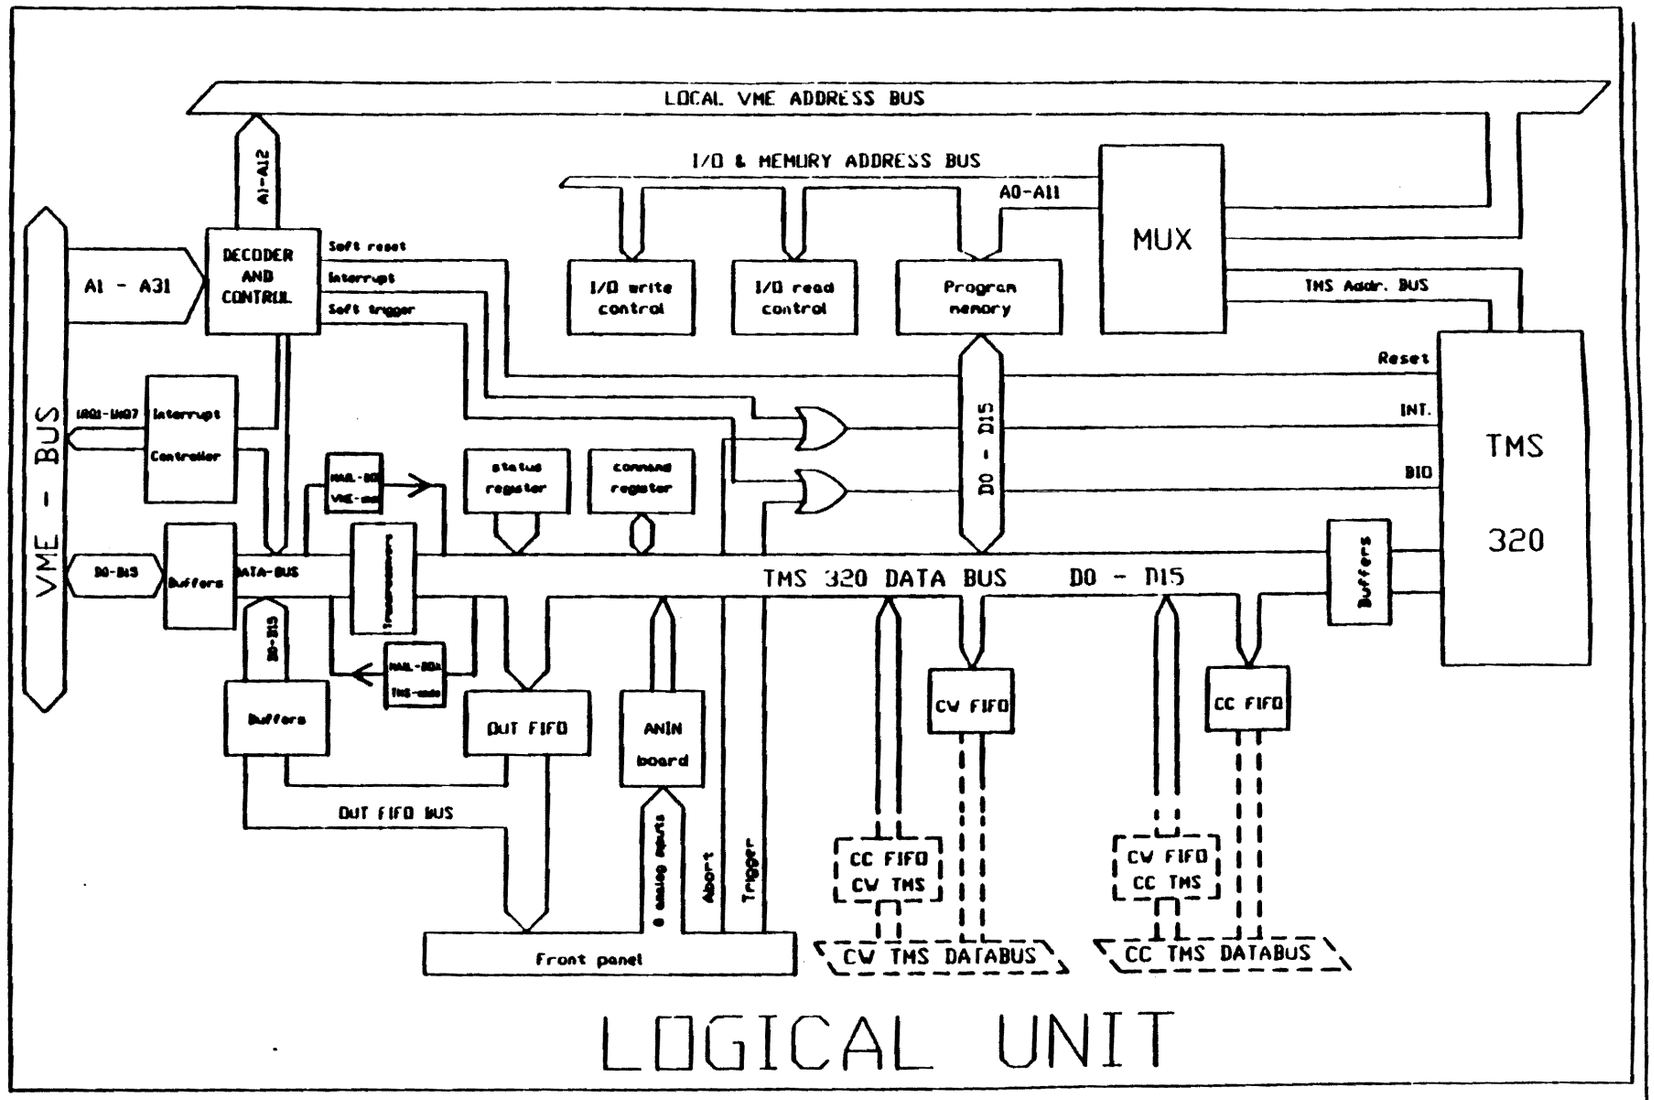

Figure 1: LOGICAL UNIT block diagram
In the present configuration the FDDP board contains two logical units. Each unit (see Fig. 1) consists of:
- "Logical unit" block diagram: Fig. 1
The mother board circuit is a standard VME card (Fig. 21), implemented on a 6 layer printed circuit board. The block diagram of one Logical Unit is shown in Fig. 1 The ANIN1[6] (Fig. 25 and Fig. 22) piggy back cards, which receive the analog inputs, are connected to the mother board through connectors: P6A, P6B, P6D, P6F, for ANIN of TMS32010A; and P7A, P7B, P7D, P7F, for ANIN TMS32010B (see Fig. 7). All the analog circuits are optically insulated from the digital circuits and from the mother board. The FIFO piggy back card (Fig. 22) is connected to the mother board through the connectors: P8A, P8B, P8C, P8D, P8E (see Fig 7).
The Logical Unit (see Fig. 1) is the basic processing element of a system configuration. Based on this modularity, regardless of the board used (VME version with two Logical Units or FASTBUS version with six Logical Units), a very powerful system of several hundred MIPS can be built. Each Logical Unit has an independent processing capability of almost 5 MIPS (DSP Texas TMS32010), since the majority of the instructions require only one 200 nsec cycle.